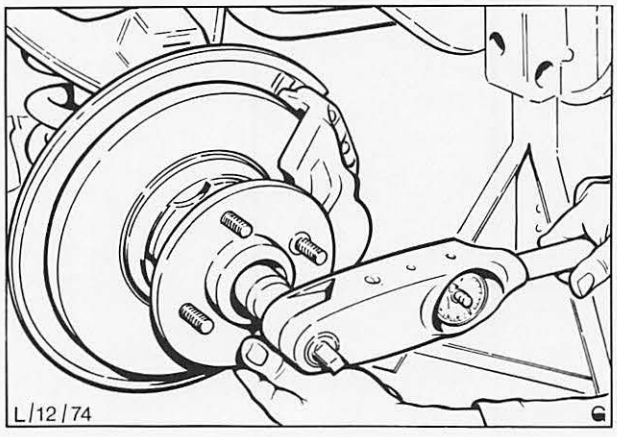

Abb. 26 Festziehen der Einstellmutter für das Vorderradlager mit vorgeschriebenem Drehmoment
11. Einstellmutter bei gleichzeitigem Drehen der Radnabe mit einem Drehmoment von 36 Nm (3,6 kpm) anziehen, Abb. 26, damit sich die Lager setzen. Einstellmutter 120° zurückdrehen, Kronensicherung aufsetzen und mit neuem Splint sichern. Fettkappe anbringen.